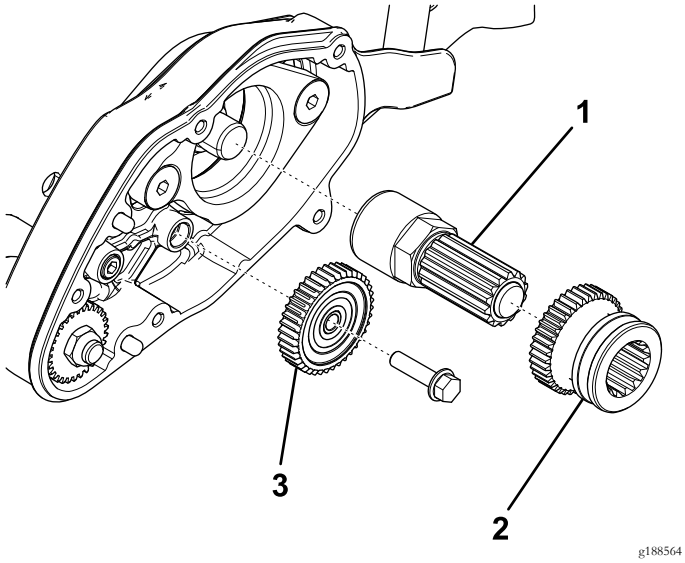

Figura 2
4. Rimuovete l'ingranaggio tendicinghia a 40 denti (Figura 2).
5. Rimuovete il gruppo dell'ingranaggio della trasmissione e dell'albero dalla prolunga dell'albero del cilindro (Figura 2).